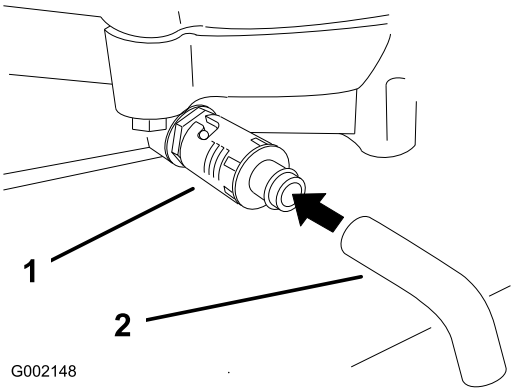

Figur 24
4. Ställ ett kärl under tömningshålet. Rotera oljetömningsventilen så att oljan töms ut (Figur 24).